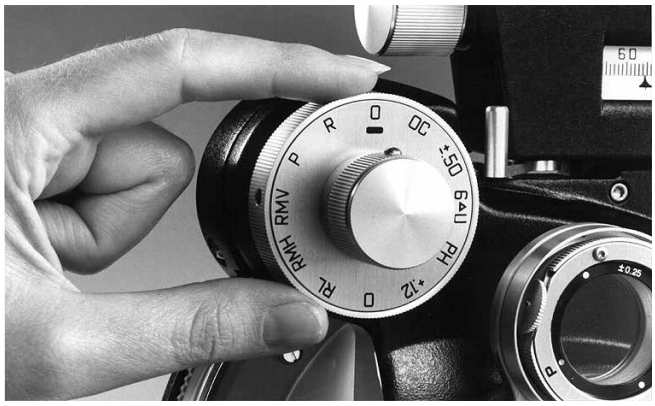

Figura TM-4 Rotación del control de esfera fuerte (rodea la escala de lentes auxiliares)
5. Sin embargo, puede introducirse una potencia alta de manera fácil y rápida mediante el control de esfera fuerte cuando se desee. Consulte la Figura TM-4.